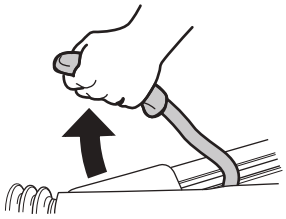

Fig. 8
- ► Serrer le frein de parcage (Fig. 8) et / ou bloquer les pneus avec des cales.